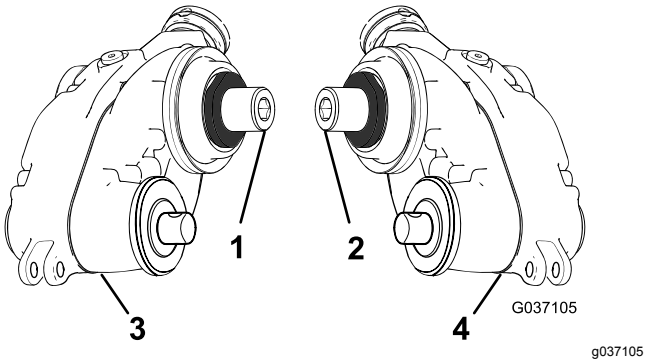

Bild 7
1. Ermitteln Sie den rechten und linken Groomerantrieb, siehe Bild 7.